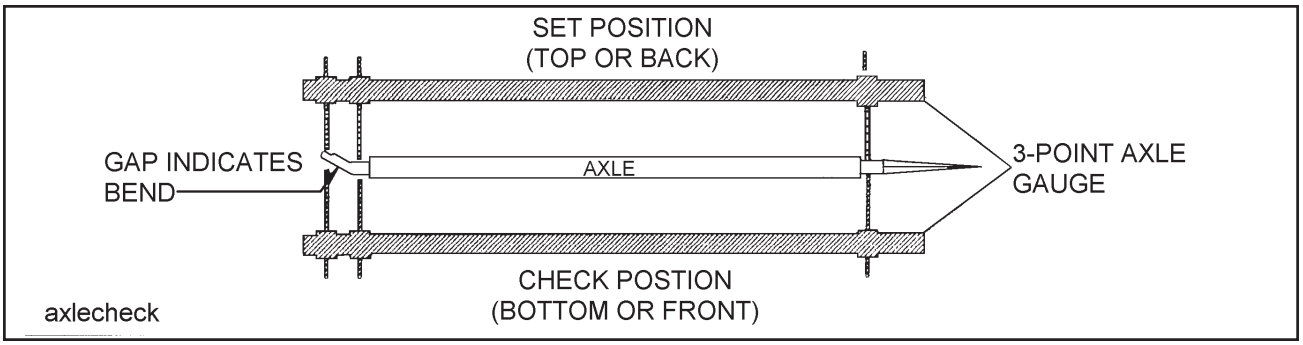

Figure 4-8 Checking Axle for Bend
b. Place a 3-point axle gauge against the front side of the axle, and adjust each axle gauge point to the axle. (Double point end against the inner and outer wheel bearing surfaces of the spindle being checked and the other point on the inner bearing surface on the other spindle.)**(See Figure 4-8).**
c. Move the axle gauge and place against the back side of the axle. If either of the points of double point end fails to touch the axle surface, a bent spindle is evident. A point gap of .015" or more is considered excessive tire “toe” and the axle must be replaced **(See Figure 4-8)**.